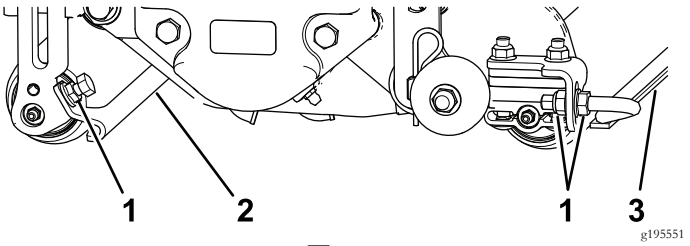

図 11
1. ローラスクレーパを固定しているフランジナットをゆるめる図 11。
整備場の床にバーチカッターを降ろすときやトラクションユニットから外して床に置く場合には、ブレードが床にあたって破損しないよう、必ず移動用ローラを降ろしてください図 11。